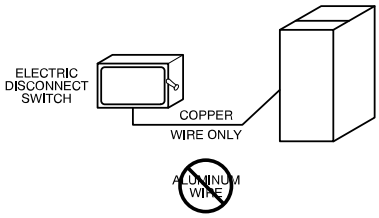

Fig. 34 – Field-Supplied External Electrical Box on Furnace Casing
Do not connect aluminum wire between disconnect switch and furnace. Use only copper wire. See (Fig. 34).
1. Drill two (2) 1/8-in. (3 mm) pilot holes through the dimples in the furnace casing near the 7/8-in. knockout or plug on the side of the casing. Do not remove the knockout or plug in the side of the casing.
9. Connect field power and neutral leads to furnace power leads inside the external electrical box (Fig. 34).